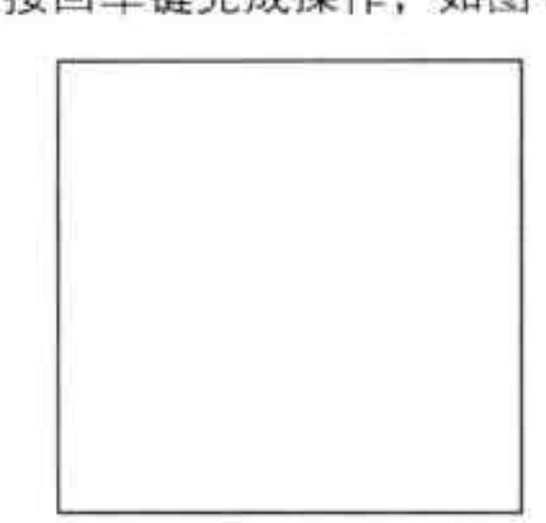

图5-12 完成正方形的绘制
Step 04 将光标向左移动，在命令行中输入 C 闭合图形，按回车键完成操作，如图 5-12 所示。